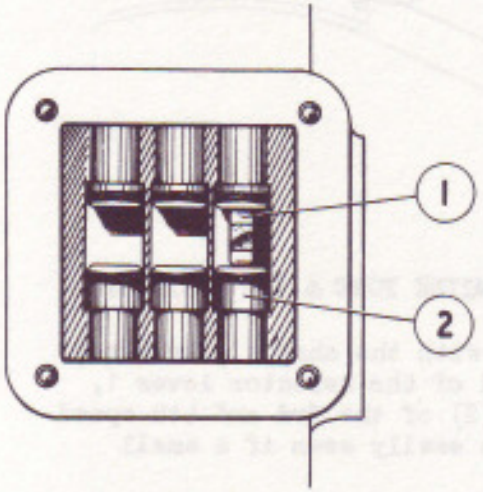
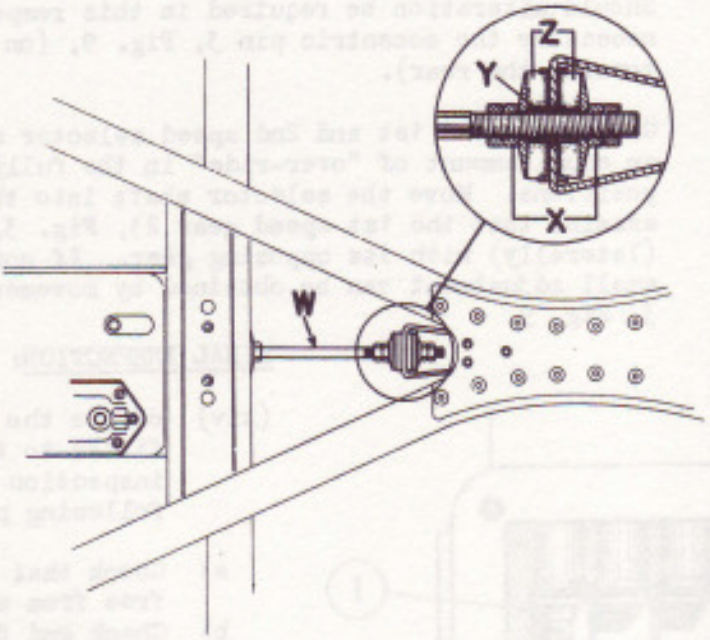

FIG. 13. CORRECT POSITION OF END OF SELECTOR LEVER (NO.1) IN RELATION TO JAW.
FIG. 14A. TIE ROD - ENGINE FORE & AFT LOCATION.
a) Remove the top cover from the gearbox, and with the change gear lever in its neutral position, check that the end of the selector lever 1, Fig. 13, is centrally situated in the jaw (2) of the 3rd and 4th speed selector shaft as shown. This will be more easily seen if a small electric lamp is placed in the gearbox.
NOTE: If the adjustment (length) of the tie rod 'W' Fig. 14A, fitted between the rear end of the gearbox and to a bracket on a cross member of the frame has been interfered with and incorrectly set, this could cause the change gear lever to cross bind when moving it across the gate and/or prevent free movement of the selector lever 1, Fig.13, across the jaws (2). The adjustment of the tie rod is correctly set during assembly of the chassis and should not normally be disturbed unless the rubber blocks 'Z' Fig.14A, fitted to the rear and front end of the tie rod need renewing. The tie rod locates the engine and gearbox unit in